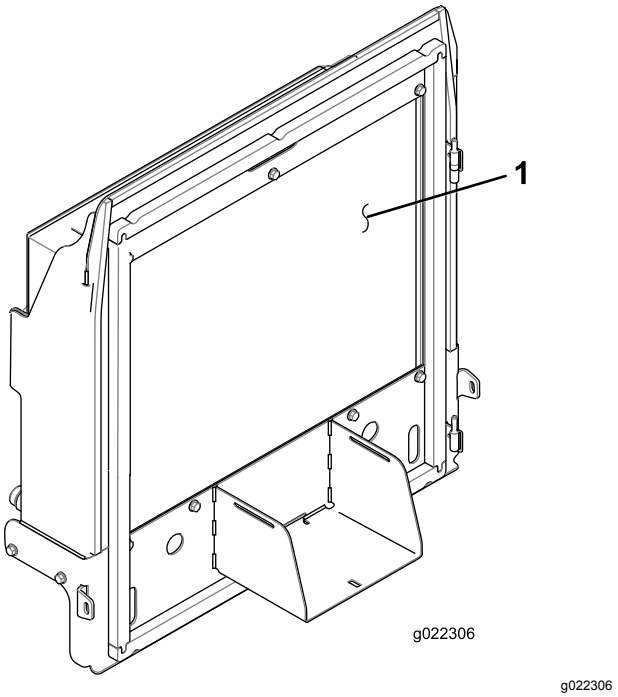

**Figur 70**
4. Rengör noga på båda sidor om gallret och kylaren/oljekylaren (Figur 70) med tryckluft.